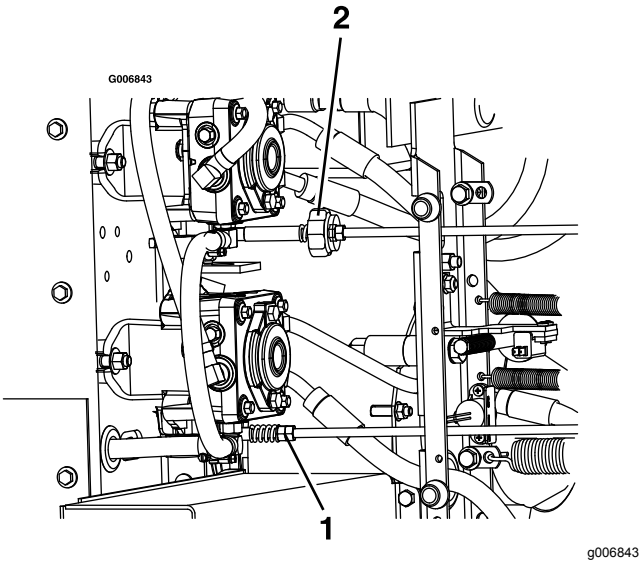

Figuur 65
9. Instellen van de NEUTRAALstand: stel de verbindingen in de linker en rechter pompregelstangen (die de besturing verbinden met de regelarmen van de pompen) bij totdat de wielen stoppen, of langzaam achteruit kruipen (Figuur 65).
11. Stel de rechter verbinding in door de dubbele moeren met een sleutel te verdraaien (Figuur 65).